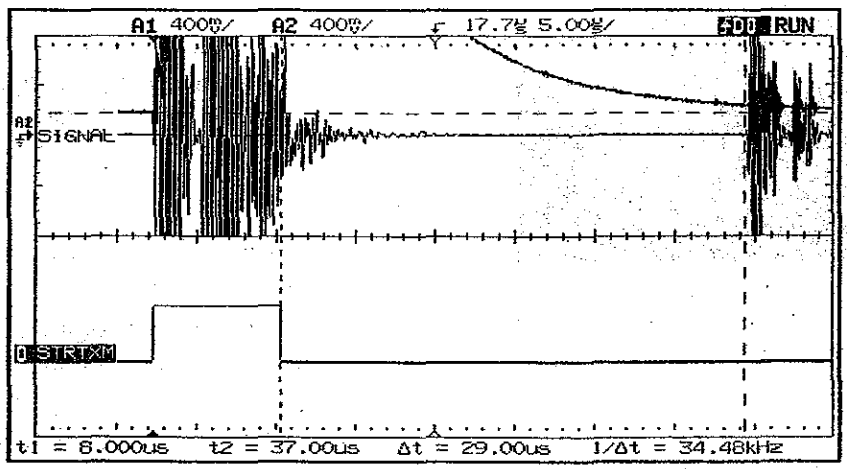

Figure 71
12. Verify that there is an echo (>180mV) pulse ≈29µs past the falling edge of STRTXM (see Figure 71).